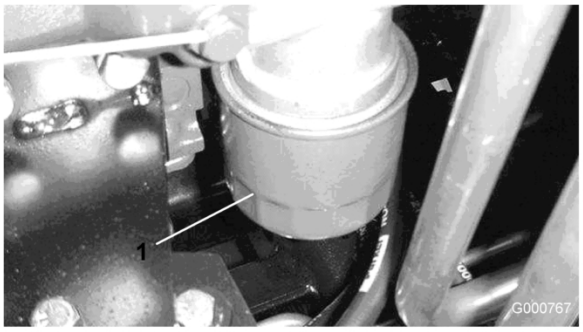

Figura 43
2. Togliete il filtro dell'olio (Figura 43). Applicate un velo di olio pulito sulla tenuta del nuovo filtro prima di avvitarla. Non serrate troppo.